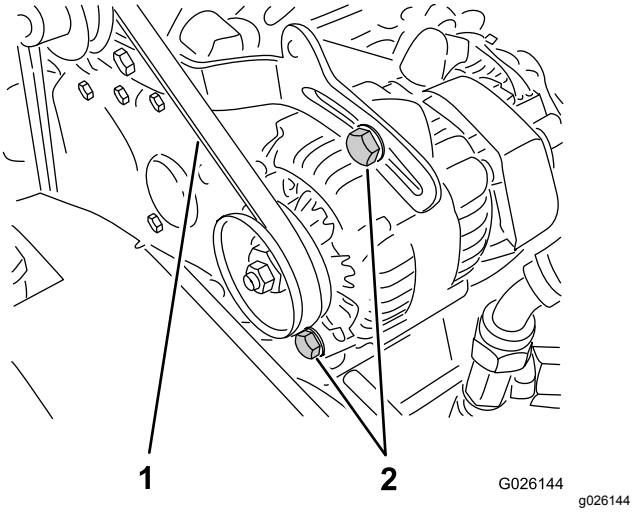

**Bild 62**
2. Prüfen Sie die Spannung, indem Sie eine Kraft von 10 kg in der Mitte zwischen der Lichtmaschine und den Kurbelwellenscheiben ansetzen (Bild 62).
A. Lockern Sie die zwei Befestigungsschrauben der Lichtmaschine (Bild 62).
Riemenspannung erzielt ist. Ziehen Sie die Befestigungsschrauben dann fest (Bild 62).